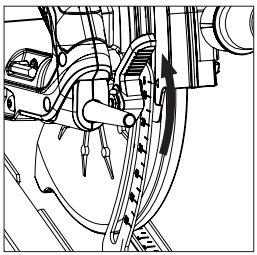

Fig. 10
- Slăbiți mecanismul de blocare a adâncimii reglate trăgând în sus de clapeta de operare. **(Fig. 10)** (CCSL în imagine. Toate celelalte modele sunt asemănătoare.)